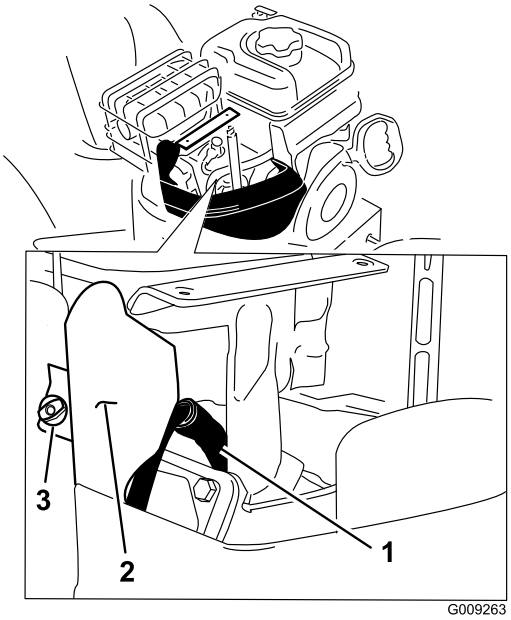

Figur 52
4. Ta bort fästets vingmutter och fästet (Figur 52).
5. Rengör runt basen på tändstiftet (Figur 52).